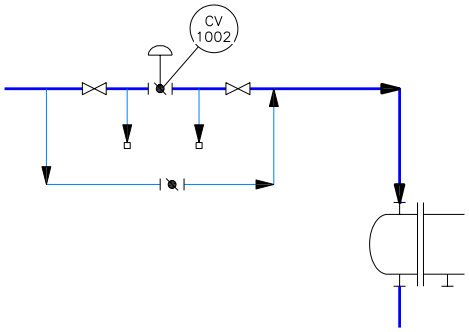

Figure 2-65 *Secondary lines with plugs placed at their endpoints*
12. Next, create two secondary lines connecting the steam inlet pipe, as shown in Figure 2-65.
13. Choose **Plug** from the **Piping Fittings** area in the **Fittings** tab of the **TOOL PALETTES - P&ID PIP**, and then place it at the endpoints of the secondary lines, refer to Figure 2-65.